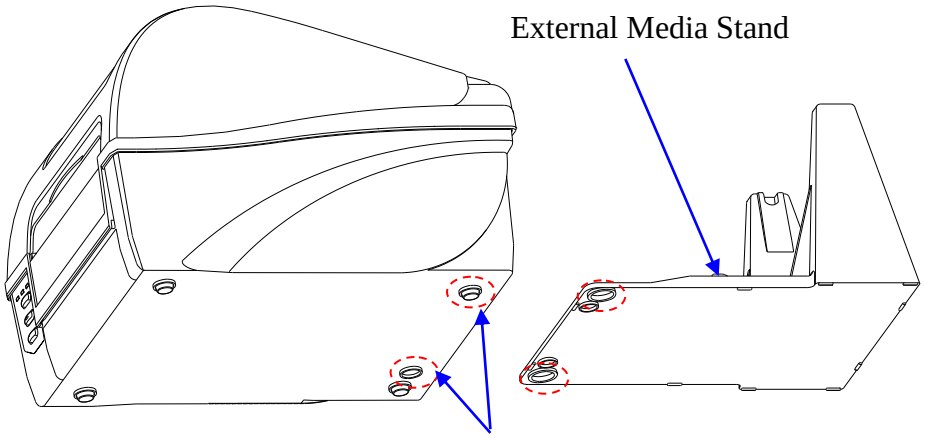

Figure 2-15 Place the External Media Stand
1. Place the front part of the External Media Stand under the printer, making sure the two rear rubber feet of the printer are fitted into the two holes on the media stand, see Figure 2-15.